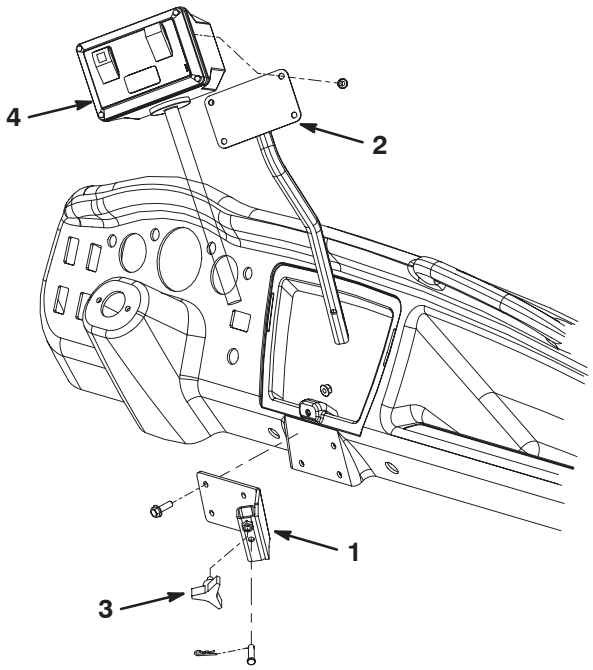

Bild 9
1. Befestigen Sie den Empfänger mit (4) 5/16–18 x 1 Zoll Kopfschrauben und Muttern am Armaturenbrett des Workman. Platzieren Sie die Bestandteile, wie in Bild 9 dargestellt.
2. Befestigen Sie den Schaltkasten mit vier (4) Schrauben an der Befestigung (Bild 9).
3. Setzen Sie das Befestigungsrohr in den Empfänger ein und befestigen Sie es mit einem Lastösenbolzen und einem Splint (Bild 9).
4. Drehen Sie das Handrad in den Empfänger, um das Rohr festzuziehen (Bild 9).